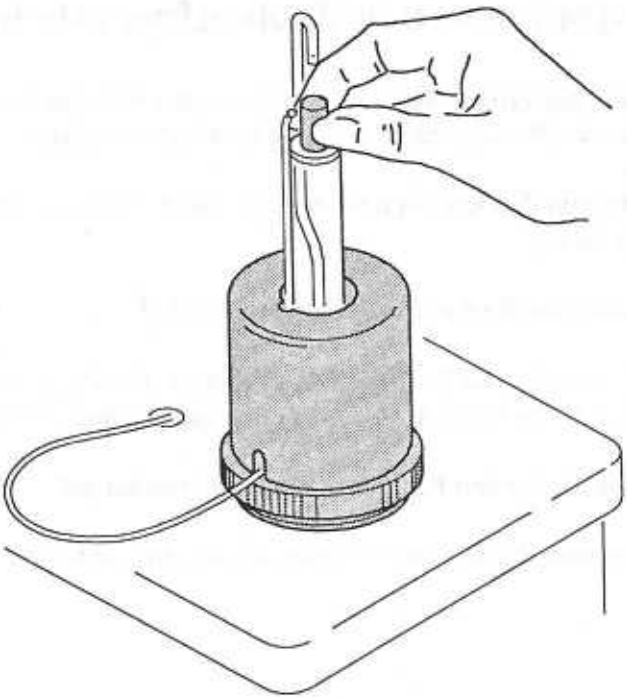

Bild 40
5. Stellen Sie die Probe unter die Auflagefläche des Meßfühlers auf den Probenträger (s. Abb. 40).